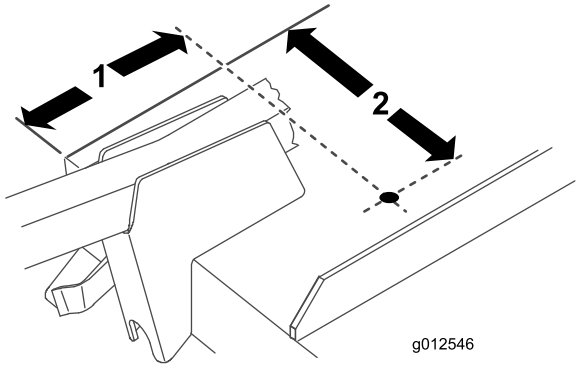

Figura 18
1. Utilizando as dimensões indicadas em Figura 18, localize, marque e faça um furo com 13/32 pol. de diâmetro na plataforma. As dimensões indicadas são do canto frontal direito da plataforma e da extremidade da abertura de descarga. Os suportes do soprador foram retirados para maior clareza.